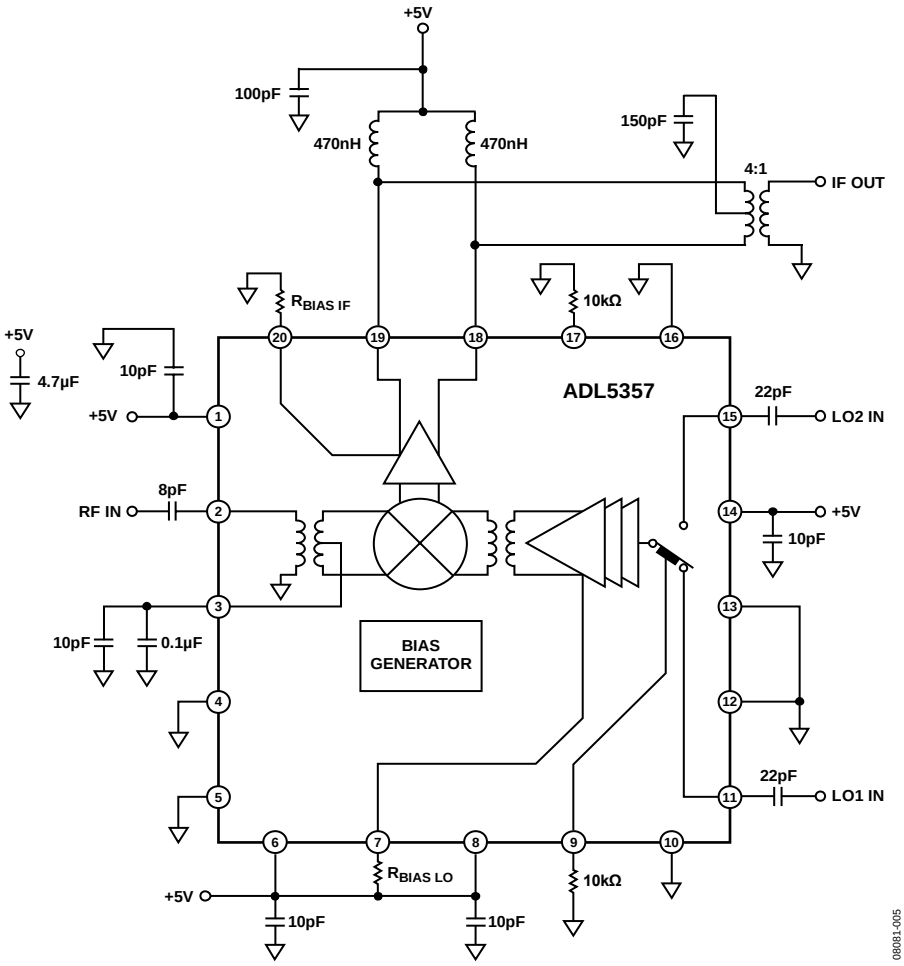

Figure 51. Typical Application Circuit
The ADL5357 mixer is designed to downconvert radio frequencies (RF) primarily between 500 MHz and 1700 MHz to lower intermediate frequencies (IF) between 30 MHz and 450 MHz. Figure 51 depicts the basic connections of the mixer. It is recommended to ac couple RF and LO input ports to prevent non-zero dc voltages from damaging the RF balun or LO input circuit. The RFIN capacitor value of 8 pF is recommended to provide the optimized RF input return loss for the desired frequency band.
The real part of the output impedance is approximately 200 Ω, as seen in Figure 30, which matches many commonly used SAW filters without the need for a transformer. This results in a voltage conversion gain that is approximately 6 dB higher than the power conversion gain, as shown in Table 3. When a 50 Ω output impedance is needed, use a 4:1 impedance transformer, as shown in Figure 51.